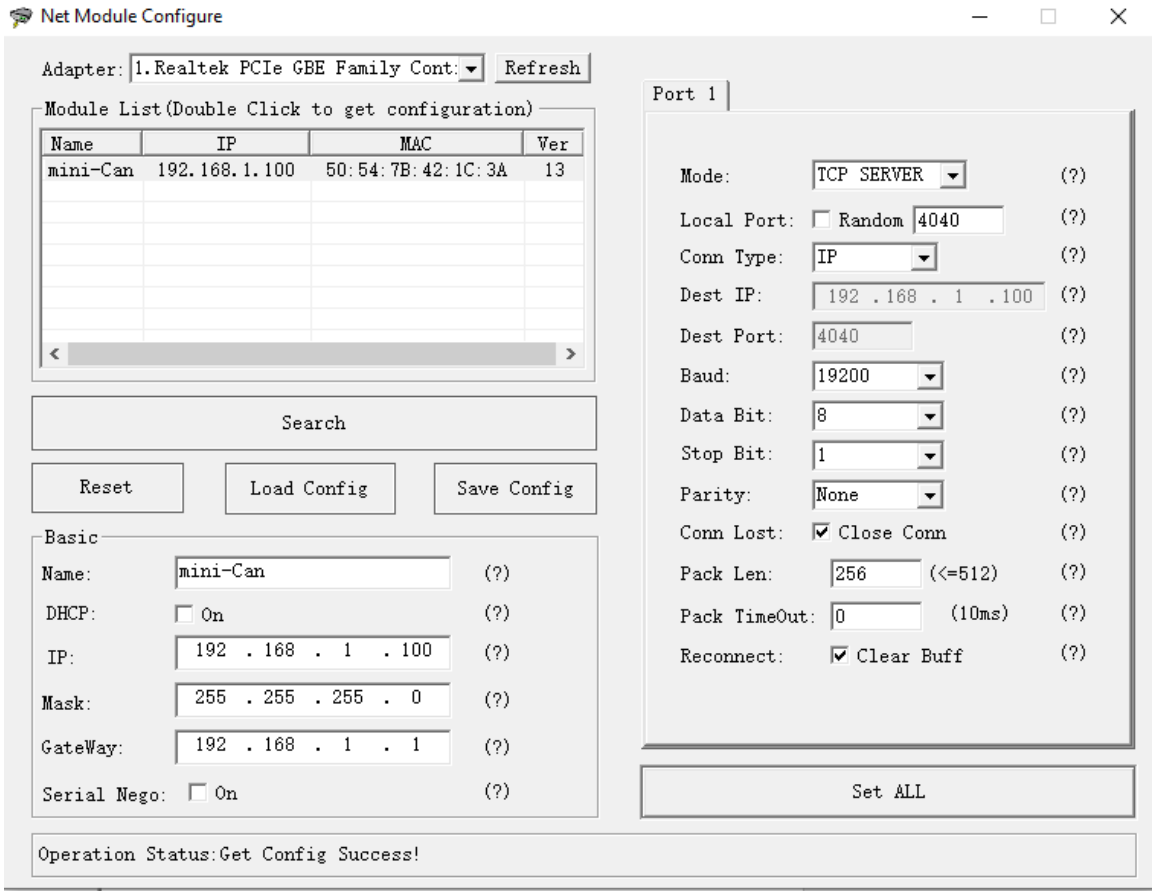

Рисунок 5 – Настройки прибора
2.6.7.6 Двойной клик левой кнопкой мыши по IP-адресу найденного в сети устройства загрузит и отобразит в программе его текущие настройки (рисунок 5).